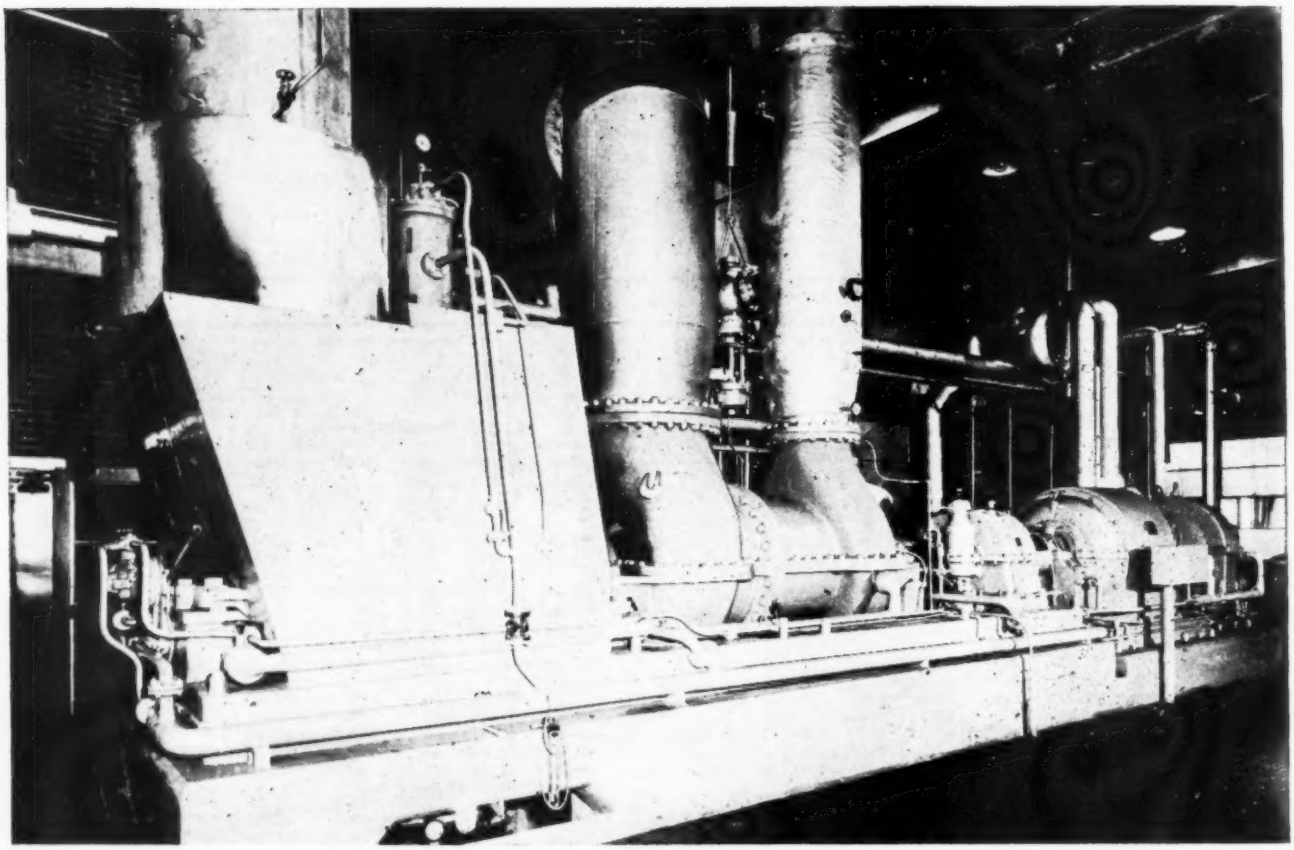

**Fig. 1—Experience with gas-turbine units in Houdry high-octane gasoline refineries has laid foundation for power units**
**Fig. 1—Meter and control panel, combustion-control units and all auxiliary equipment except coal pulverizers are conveniently located on the boiler-operating floor**